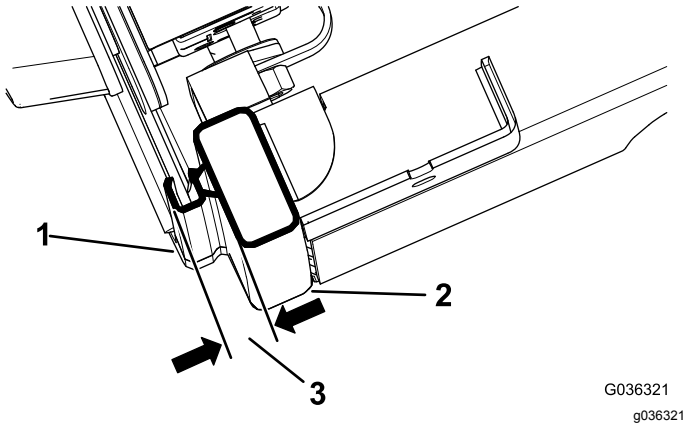

Figuur 5
3. Sluit de deur volledig en meet de hoogte van de dichting tot het dichtoppervlak van de cabinerail. Dit moet tussen de 1,9 en 2,2 cm zijn, zie Figuur 5.